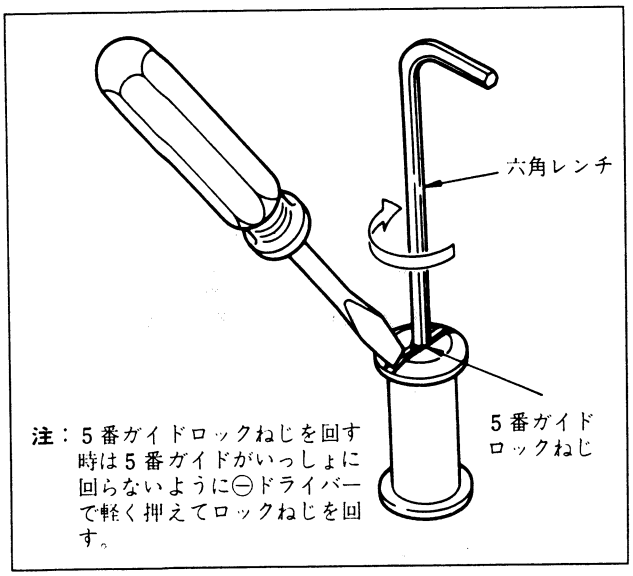

図4-6.
3) 5番ガイドロックねじ①をゆるめ，5番ガイドを回し入口波形を下図のようにフラットより若干浮き目にし，5番ガイドロックねじ①を締める。(図4-6.)